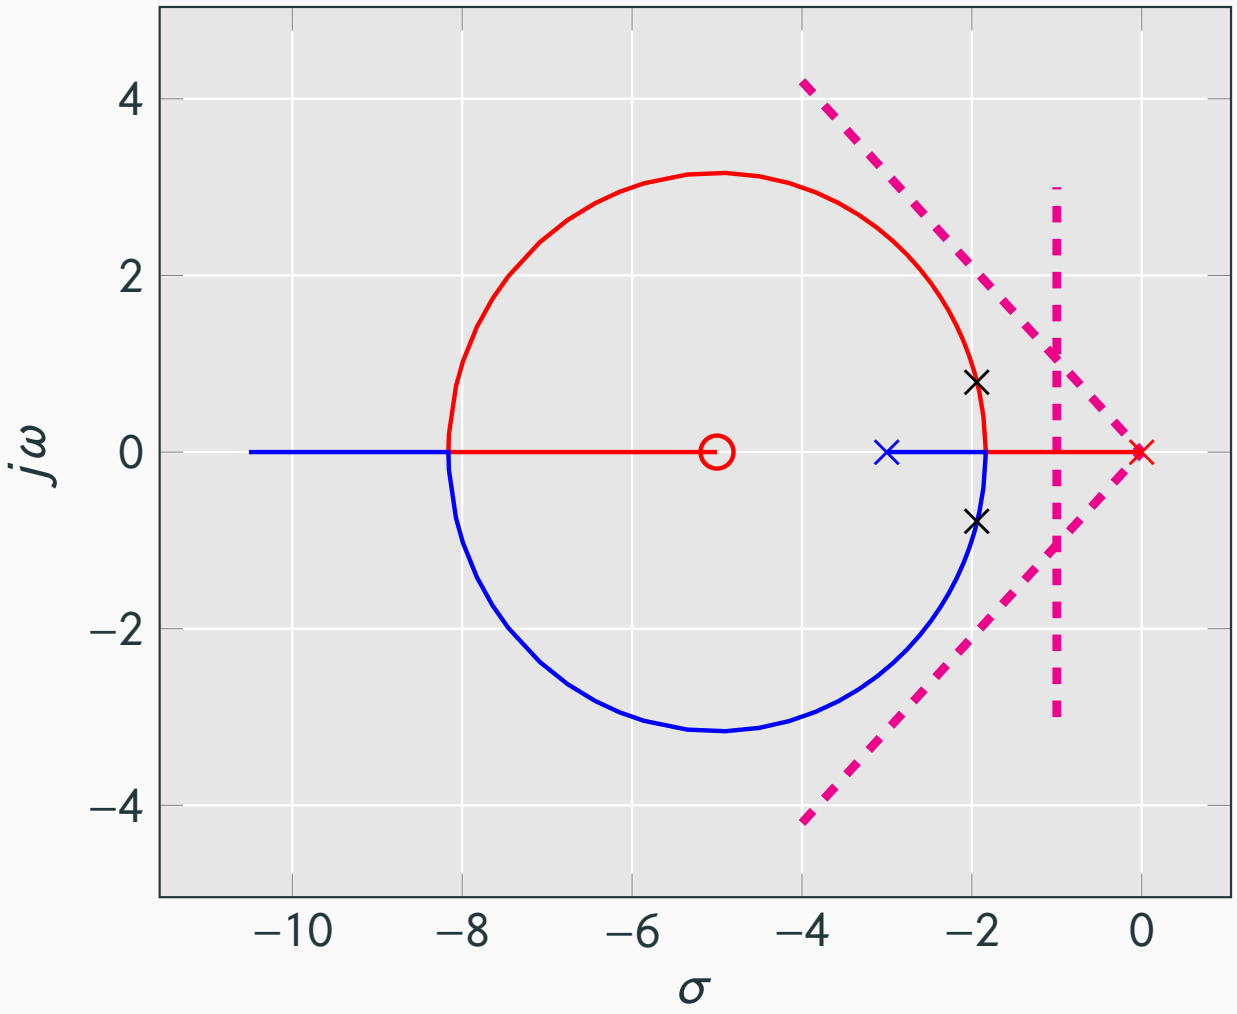

Figura 4: Lugar das raízes e o lugar geométrico para $t_s < 4seg$ e $M_p < 5\%$.
- O lugar das raízes em conjunto com o lugar geométrico para $t_s < 4seg$ e $M_p < 5\%$ está ilustrado na Figura 4.